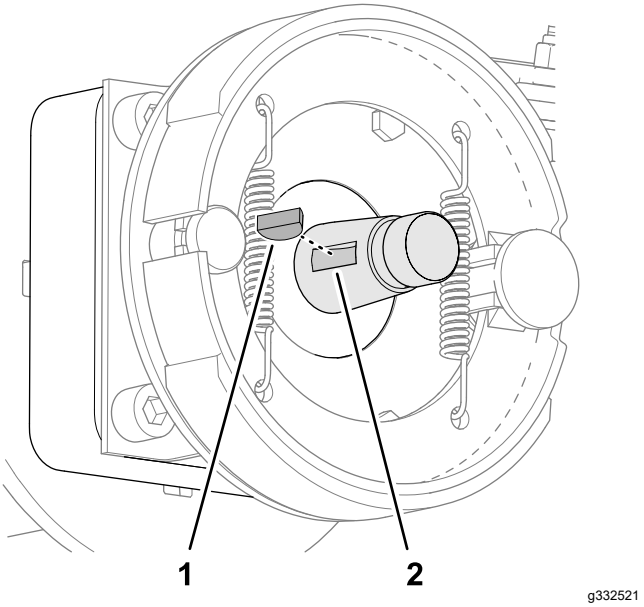

Figur 69
2. Sätt in woodruffkilen i skåran på hjulmotoraxeln (Figur 69).